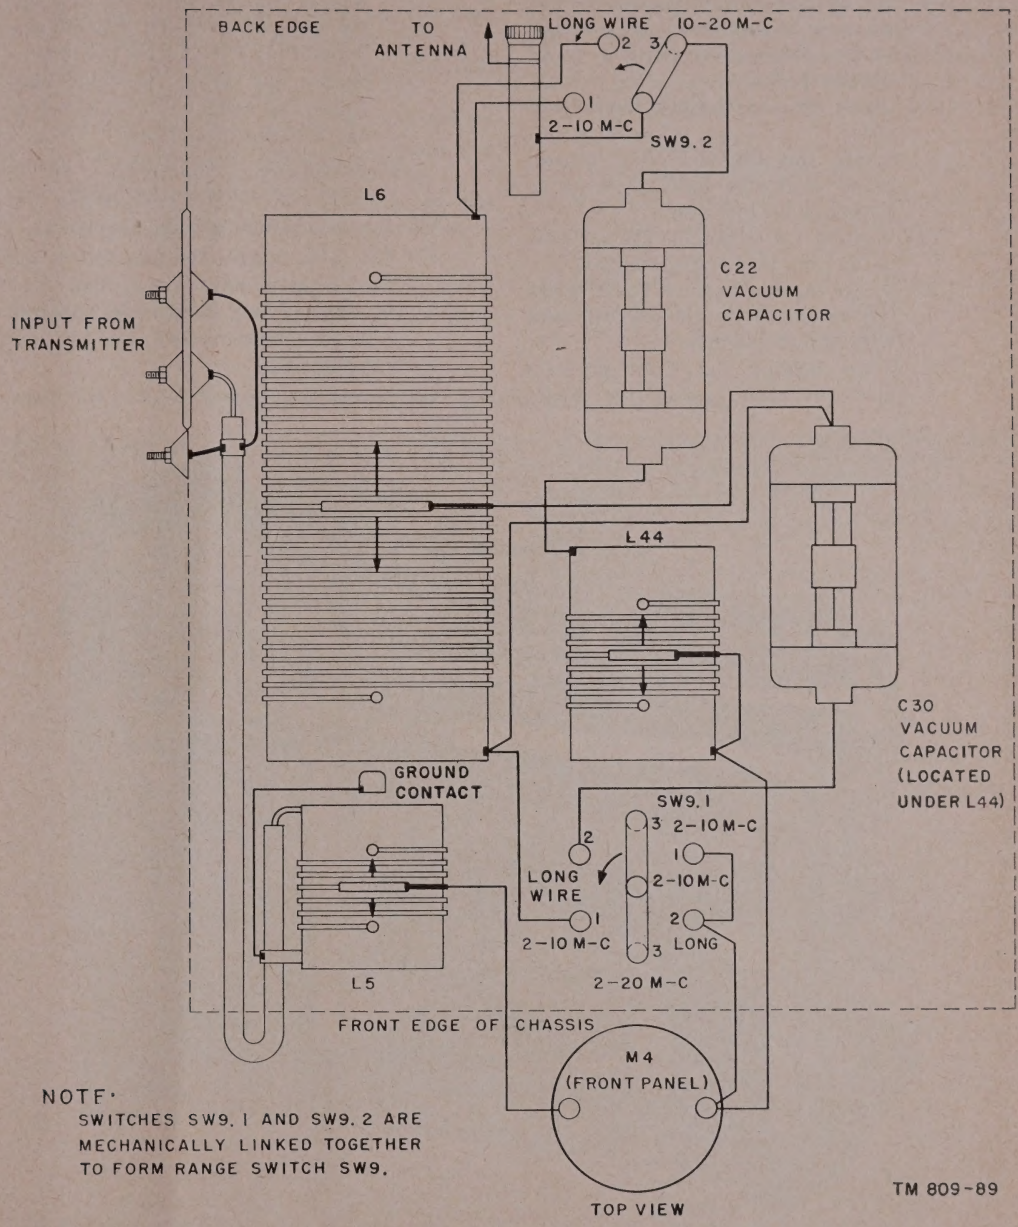

Figure 94. Antenna tuning unit, practical wiring diagram.
42. Servicing Antenna Tuning Unit BC–939–B (figs. 94 and 95)